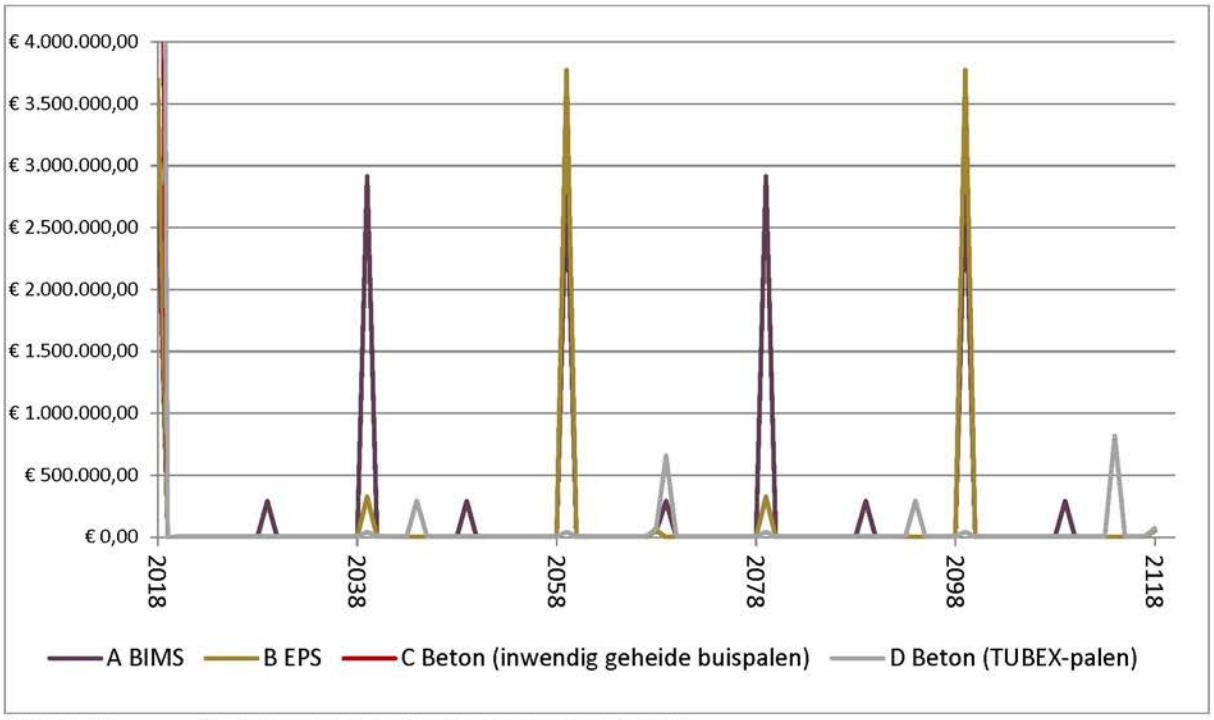

Figuur 11 Kosten per jaar in toekomstige waarde (FV)
In Figuur 11 zijn de kosten voor het ophogen tijdens de levenscyclus van 100 jaar duidelijk zichtbaar bij scenario's Bims (A), EPS (B) en betonconstructie (C). De 'kleinere pieken' in de grafiek betreffen voornamelijk het herstraten.